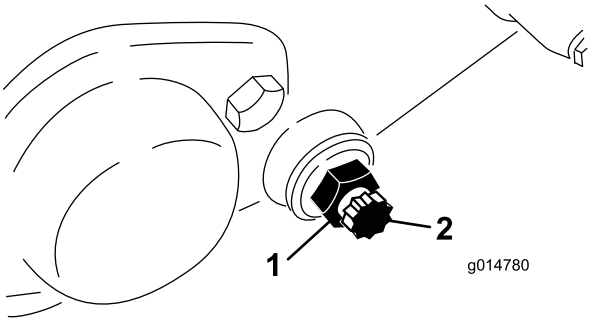

Figuur 55
3. Draai de contramoer van de snijbalkbout op beide zijden van de machine los (Figuur 55).
4. Verwijder beide snijbalkbouten zodat de snijbalk omlaag kan worden getrokken en uit de machine worden verwijderd. Bewaar de 2 nylon en de 2 stalen ringen op beide uiteinden van de snijbalk (Figuur 55).